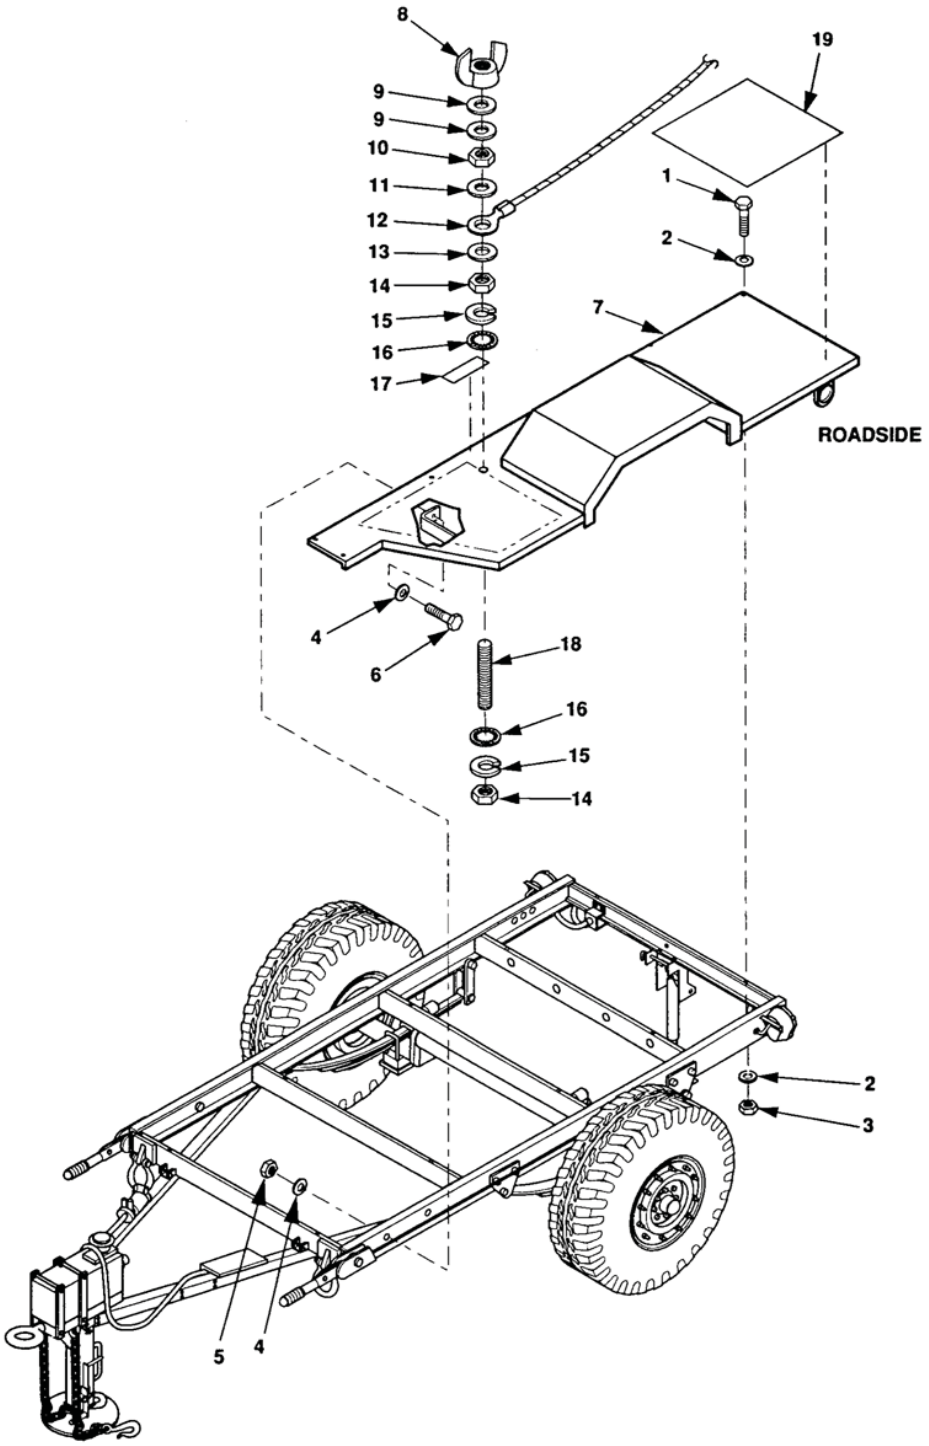

Figure 1. PU-798 and PU-799 Fender Replacement.
1. Remove wing nut (Figure 1, Item 8), two flat washers (9), and nut (10), flat washer (11), ground cable (12), and flat washer (13).
1. Position fender (Figure 1, Item 7) on trailer chassis and loosely install five cap screws (1), ten flat washers (2), and five self-locking nuts (3).
2. Install and tighten ten cap screws (6), twenty flat washers (4), and ten self-locking nuts (5).
3. Tighten five self-locking nuts (3).